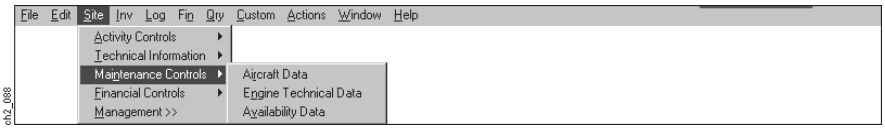

Figure 2-109
(2) **Step 2.** On the Site Submenu above (Figure 2-109), select the Maintenance Controls Option.